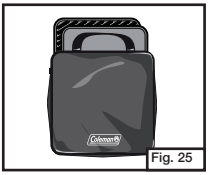

Fig. 25
- Si está equipada con accesorios de parrilla y plancha, deje que se enfríen y guárdelos en la bolsa de transporte incluida. (Fig. 25)